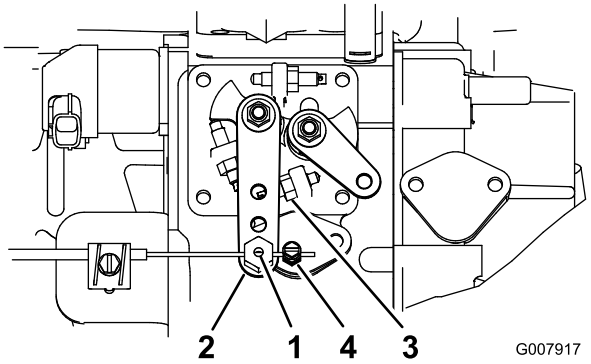

Figur 56
2. Løsn monteringsskruen til gaskablet på gaskablet ved siden af indsprøjtningspumpens arm (Figur 56).
3. Hold indsprøjtningspumpens vippearm mod det høje tomgangsstop (Figur 56).